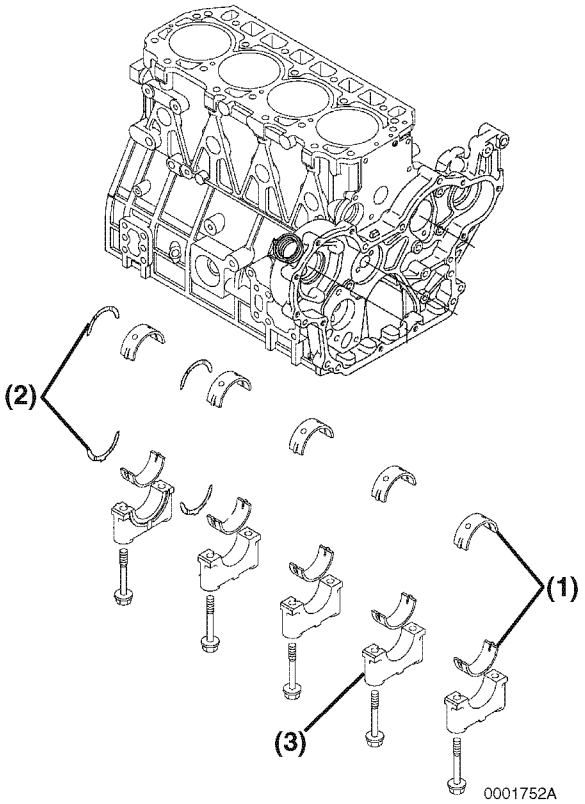

Figure 6-107
4. Remove the main bearing caps **(Figure 6-107, (3))**. Be sure to note the markings on the main bearing caps, or mark them yourself, so they can be reinstalled in the same order as they were removed. Do not remove the bearing inserts at this time.
7. Remove the bearing inserts **(Figure 6-107, (1))** and thrust bearings **(Figure 6-107, (2))**.